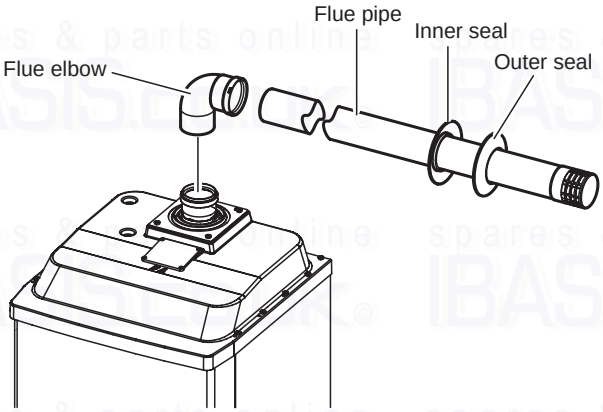

Fig. 17
Fig. 17 shows the vertical flue kit parts.
***Horizontal through the wall kit - see Figs. 17 and 18, and refer to Section 3.4.***
Fig. 17 shows the horizontal through the wall kit parts.